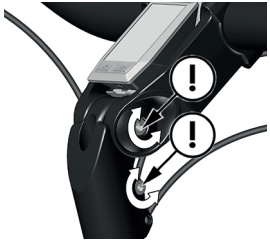

Afbeelding 9A: De bouten van de stuurpenhoek draaien
1. Draai de twee bouten voor de stuurpenhoek een paar slagen in tegenwijzerzin om ze los te draaien (zie afbeelding 9A). Het is niet nodig om de bout verder te draaien.